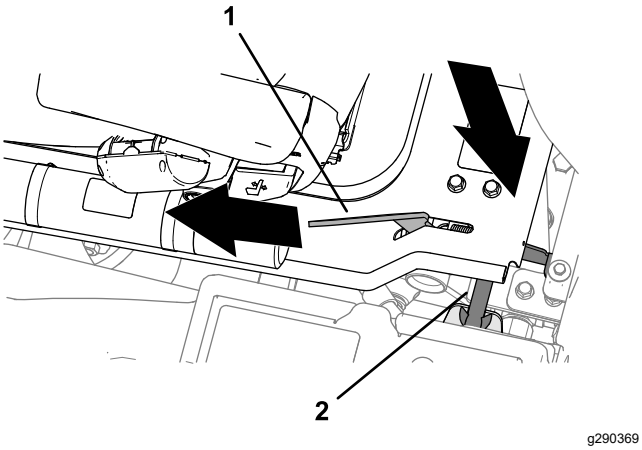

Figuur 45
2. Als het platform bijna omlaaggebracht is, beweegt u de greep van de platformvergrendeling (Figuur 45) naar de voorkant van de machine.